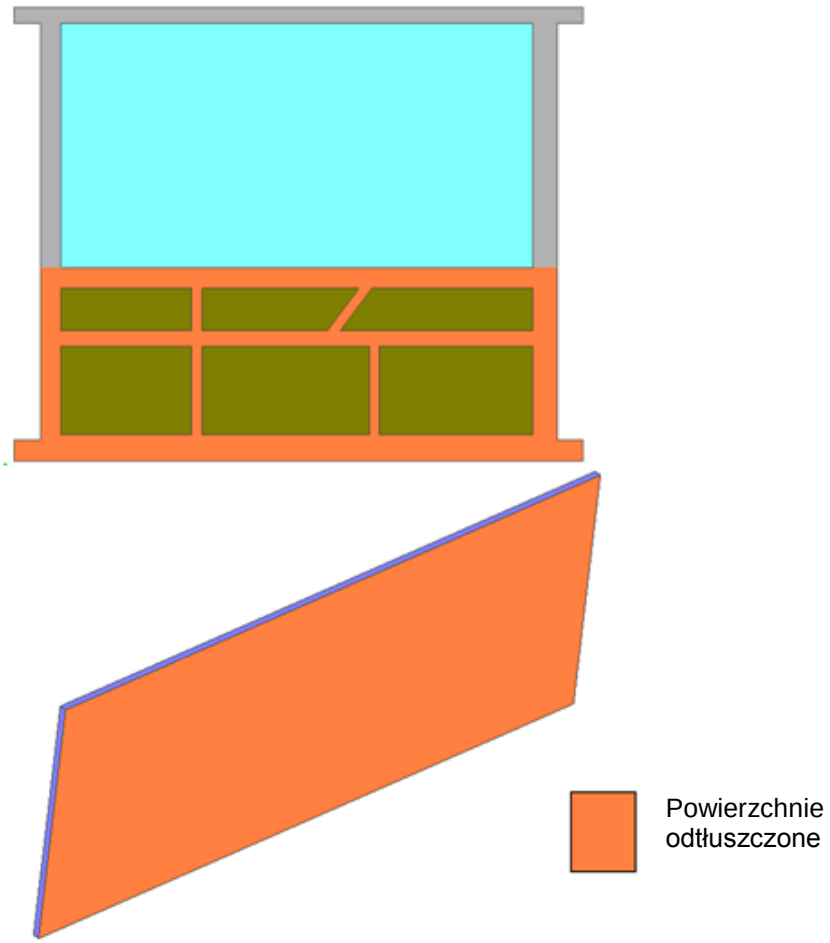

Rys.2 Powierzchnie oczyszczane Sika Aktivator 205
- następnie należy przetrzeć powierzchnię szkieletu czyściwem Avatex, natomiast powierzchnię laminatu dedykowanym do tego czyściwem, np. flizeliną. Obie tkaniny nasączyć uprzednio środkiem Sika Aktivator 205 (Rys. 2). Ruch czyściwa musi być ciągły, bez powrotu. Należy zmieniać stronę czyściwa po każdym przetarciu. W celu odparowania środka trzeba odczekać 10 minut;